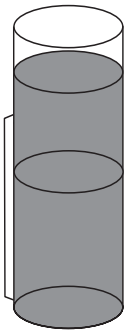

Fig. 2
– Filterwechsel vornehmen! (Fig. 2)